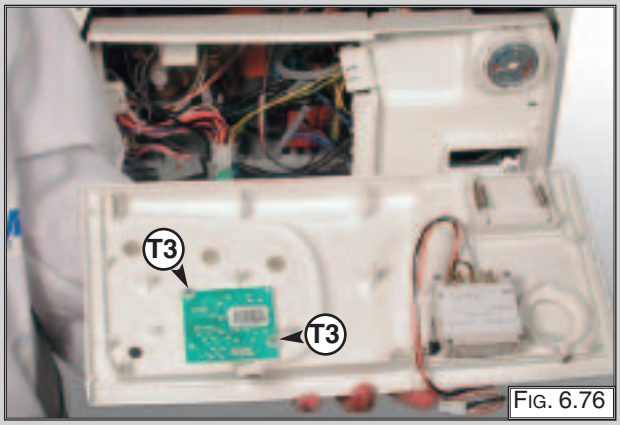

Fig. 6.76
8. Unscew the display P.C.B. mounting screws “T2” and disconnect the P.C.B. connection cable “T3” (Fig. 6.76);